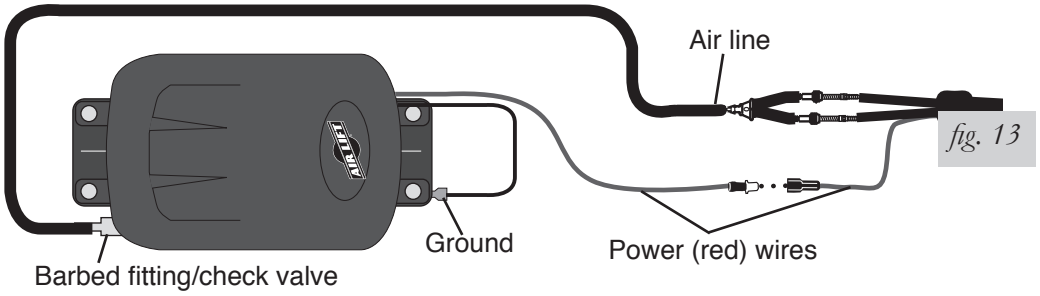

fig. 13
1. Push the air line onto the barb fitting on the compressor. Make sure the air line covers all barbs. A small amount of water or lubricant and pushing with a slight circular motion will ease installation (fig. 13).